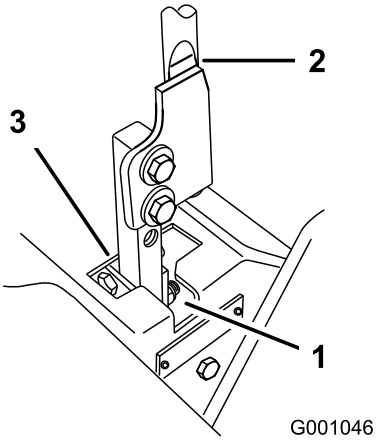

Figur 92
5. Flytta spaken till neutralläget, men lås inte fast den (Figur 92).
6. Dra spaken bakåt tills sprintbulten (på armen nedanför den vridbara axeln) kommer i kontakt med spårets ände (så att den precis börjar tryckbelasta fjädern) enligt Figur 92.
7. Kontrollera var rörelsereglaget står i relation till spåret i konsolen (Figur 92).